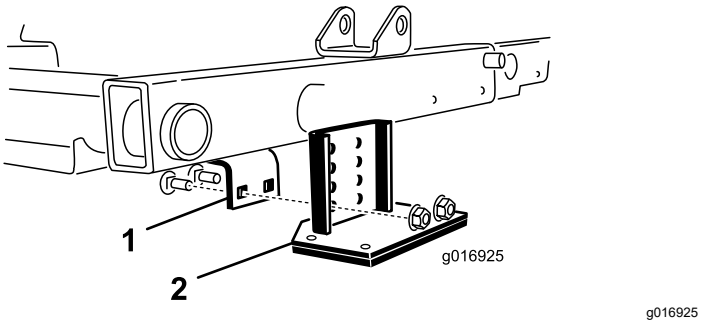

**Figur 30**
2. Finn fremre brakett over midtre klippeenhet (Figur 30).
3. Mens du trykker fremre valse til midtre klippeenhet ned, bestem hvilke hull på tippebraketten du vil justere med rammebraketthullene for å oppnå samme valsekontakt når tippebraketten er montert (Figur 30).
4. Senk klippeenhetene, og monter tippebraketten til rammen med de to låseboltene og de to mutrene som er inkludert i settet (Figur 30).